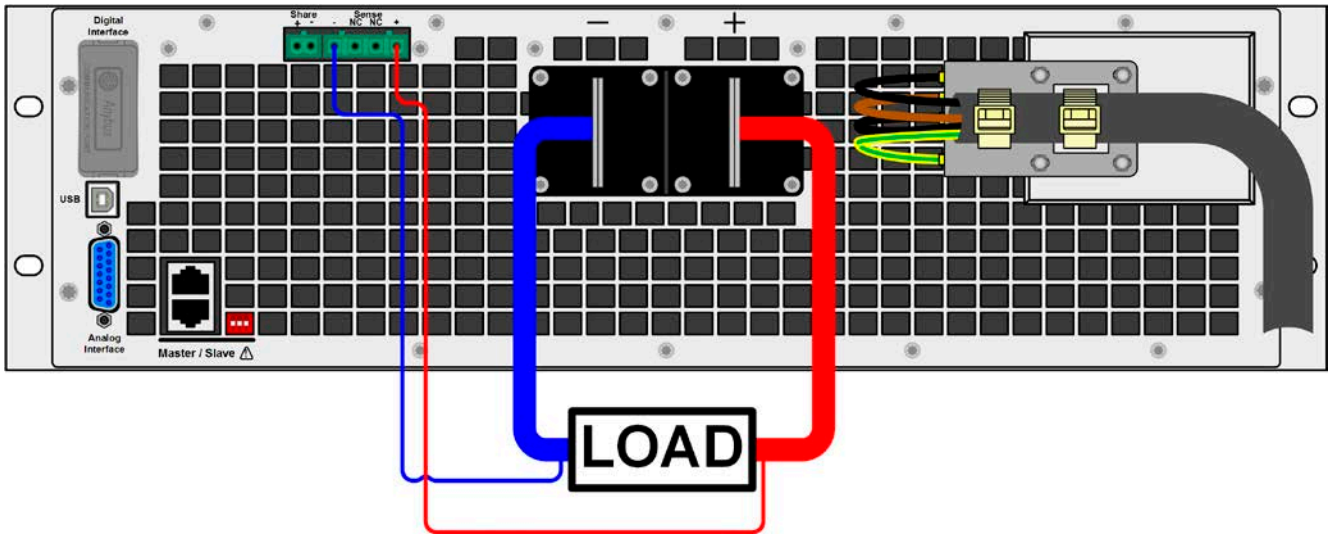

图 8 – 在源模式下与负载进行的远程感测接线举例（汇模式下的连线相同）
• *远程感测仅在恒压（CV）操作模式有效，而对于其它调整模式，感测输入端应悬空，因为连接后会增加震荡趋势。* • *感测线的横截面不是很重要。5 m以下的线建议使用0.5 mm²的截面积。* • *感测线应缠绕起来，放于直流线附近，可以抑制产品以电源模式运行时可能出现的振荡。如有必要，可在电源端装一个电容，消除振荡。* • *感测线跟负载/电源之间要+与+，-与-相连，否则会损坏它们的感测输入端。见下面图8范例。* • *在主-从操作模式下，远程感测线仅能连到主机产品上*